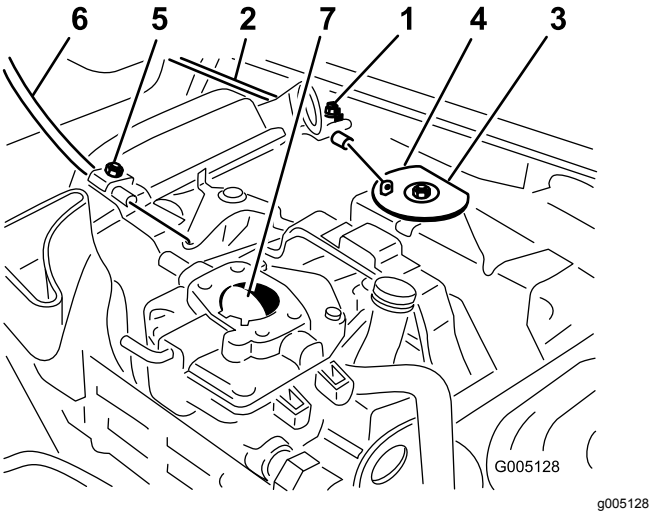

Figuur 48
1. Draai de kabelklemschroef los waarmee de kabel is bevestigd aan de motor (Figuur 48).
3. Trek stevig aan de gaskabel totdat de achterzijde van de wartel tegen de aanslag aankomt (Figuur 48).
3. Trek stevig aan de chokekabel totdat de chokevlinder helemaal gesloten is en draai daarna de kabelklemschroef vast (Figuur 48).